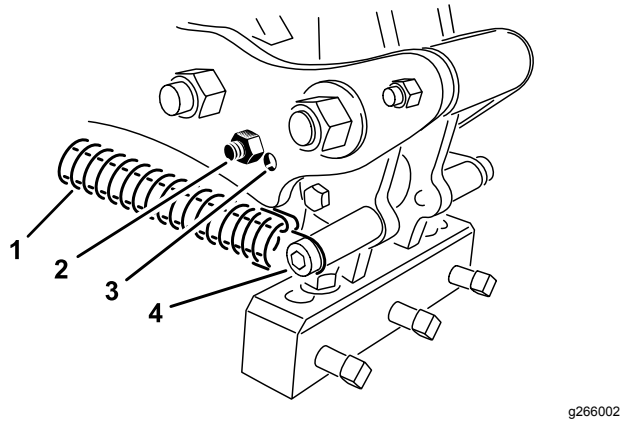

Figur 37
Ställ in luftarpinnarnas vinkel i enlighet med luftarpinnslängden genom att använda ett av de två justeringshålen i länkarmen. Hålen är endast förinställda värden. Om du använder 17,8 cm till 25,4 cm långa luftarpinnar ska huvudstötdämparen vara placerad närmast baksidan av luftarpinnshuvudet. Det andra läget – hålet längst bort från huvudet (Figur 37) kan behöva användas vid variationer i jordförhållandena.
3. Frigör fjäderspänningen till luftarpinnshuvudet (Figur 37).
4. Ta bort stötdämparskruven och stötdämparen från länkarmen och sätt i dem i det andra justeringshålet (Figur 37).